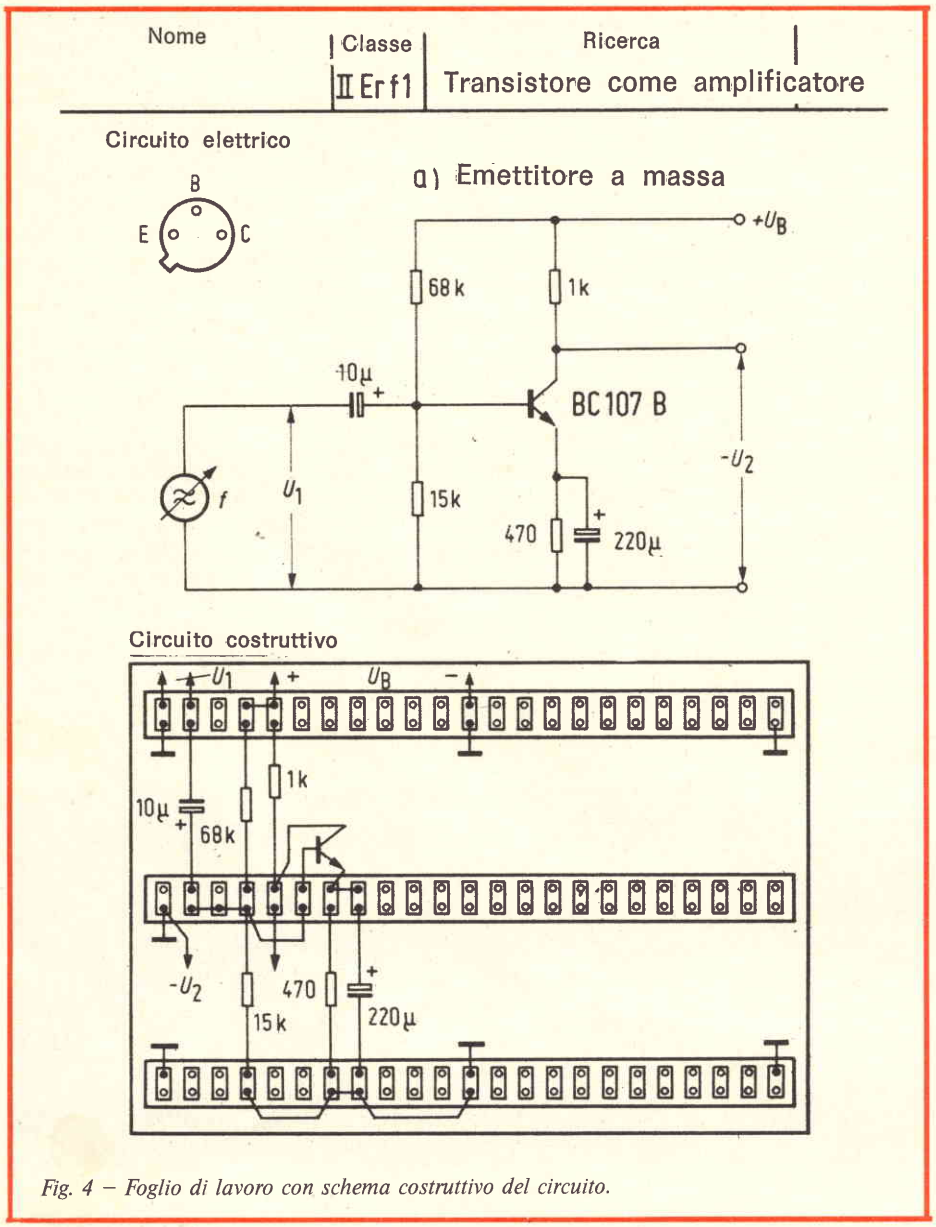

Fig. 4 – Foglio di lavoro con schema costruttivo del circuito.
1. Schemi elettrici e costruttivi (fig. 4).